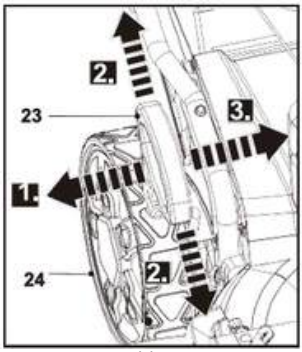

Abb. 20
1. Stellen Sie den Schnitthöhenverstellhebel (24) höher als auf die vorletzte Position ein (Abb. 20).
1. Ziehen Sie den Schnitthöhenverstellhebel (23) in Richtung Hinterrad (24) (Abb. 20, Schritt 1), und bewegen Sie ihn anschließend nach vorne oder hinten zur gewünschten Schnitthöhe (Abb. 20, Schritt 2).
2. Lassen Sie den Hebel (23) los und stellen Sie sicher, dass er in der gewählten Position korrekt einrastet (Abb. 20, Schritt 3).